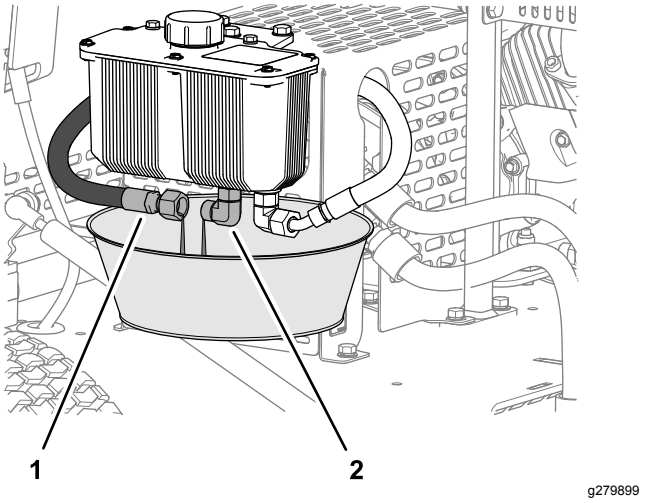

Figuur 36
1. Zet een opvangbak met een inhoud van 2 liter onder het hydraulische reservoir (Figuur 36).
2. Verwijder de hydraulische toevoerslang van de fitting van het reservoir en laat de hydraulische vloeistof helemaal weglopen (Figuur 36).